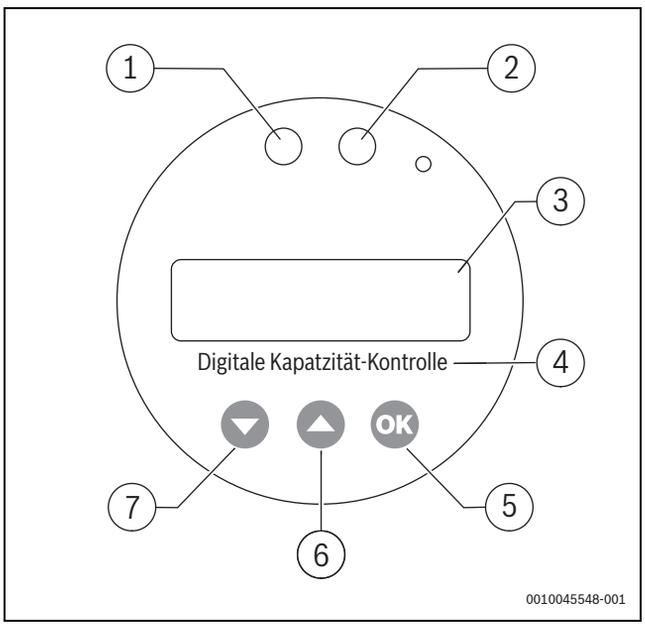

Bild 17 Digitale Kapazität-Kontrolle
- OK-Taste (→ Bild 17, [5]) min. 3 Sekunden drücken.
Im Display (→ Bild 17, [3]) erscheint die Aufforderung, die Rohwasserhärte einzugeben (z. B. 20 °dH).
- OK-Taste (→ Bild 17, [5]) drücken.
- Up- oder Down-Taste (→ Bild 17, [6] und [7]) drücken.
Im Display (→ Bild 17, [3]) erscheint die Aufforderung, die Größe der verwendeten Patrone anzugeben.
- Up- oder Down-Taste (→ Bild 17, [6] und [7]) drücken, um den Patronenwechsel zu bestätigen (JA) oder abzulehnen (NEIN).
- OK-Taste (→ Bild 17, [5]) 3 Sekunden drücken.
Im Display (→ Bild 17, [3]) erscheint die Bestätigung (RESET OK).
Nachdem alle Einstellungen abgeschlossen wurden, wird im Display (→ Bild 17, [3]) die neu berechnete Restmenge in Litern angezeigt.
2. Um die Anzeige im Display (→ Bild 17, [3]) auf die Restkapazität in % (ausgehend von der Kapazitätsanzeige → 1.) umzuschalten:
Im Display (→ Bild 17, [3]) erscheint die Restkapazität in % (z. B. F 100 %).
3. Um die Anzeige im Display (→ Bild 17, [3]) auf die aktuelle Leitfähigkeit umzuschalten:
Im Display (→ Bild 17, [3]) erscheint die aktuelle Leitfähigkeit (z. B. --µs).
4. Um die Anzeige im Display (→ Bild 17, [3]) auf den eingestellten Soll-Leitwert (ausgehend von der Leitfähigkeitsanzeige → 3.) umzuschalten:
Im Display (→ Bild 17, [3]) erscheint der eingestellte Soll-Leitwert (z. B. S 90 µS).
5. Um die Anzeige im Display (→ Bild 17, [3]) auf das Füllvolumen der letzten Füllmenge umzuschalten:
- OK-Taste (→ Bild 17, [5]) noch mal drücken.
Im Display (→ Bild 17, [3]) erscheint das Füllvolumen der letzten Füllung (z. B. L 0L).
6. Um die Anzeige im Display (→ Bild 17, [3]) auf das bisherige gesamte Füllvolumen (ausgehend von der Füllvolumenanzeige → **4.**) umzuschalten:
▶ OK-Taste (→ Bild 17, [5]) drücken.
Im Display (→ Bild 17, [3]) erscheint das bisherige gesamte Füllvolumen (z. B. 0 L).
7. Um die Anzeige im Display (→ Bild 17, [3]) wieder auf die aktuell verbleibende Restkapazität (→ 1.) umzuschalten:
▶ Up-Taste (→ Bild 17, [6]) zwei Mal drücken.